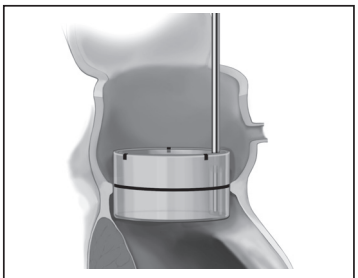

図3
5. 本品専用サイザーの円筒側（図3）を使い、患者の弁輪にスムーズに入る最大径のサイザーを選びます。円筒側サイザーの黒色の線は左室流出路内での拡張型フレームの長さを表しています（図3）。